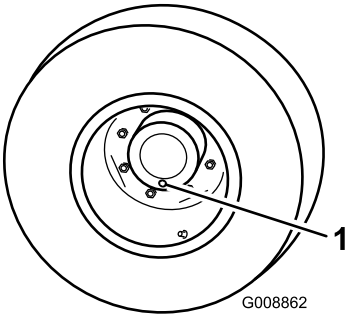

Рисунок 61
1. Поставив машину на ровную поверхность, расположите колесо так, чтобы одна контрольная пробка находилась в самом нижнем положении (6 часов) (Рисунок 61).